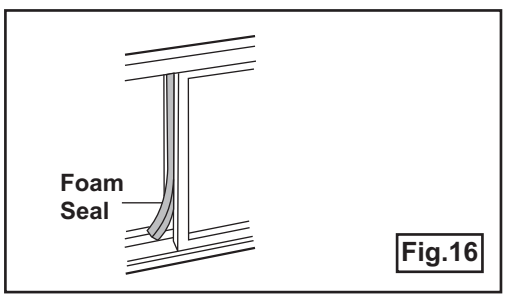

Fig.16
5. Cut the foam seal to an appropriate length and seal the open gap between the top window sash and outer window sash. Shown in fig. 16.